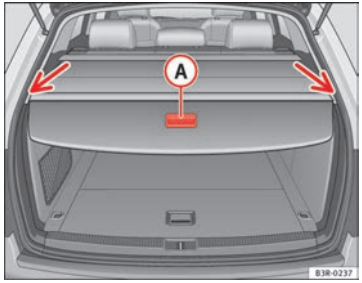

Fig. 120 Tailgate open with luggage compartment cover closed
– Using handle (A) ⇒ fig. 120, pull the rolled-up cover evenly towards the rear of the vehicle.